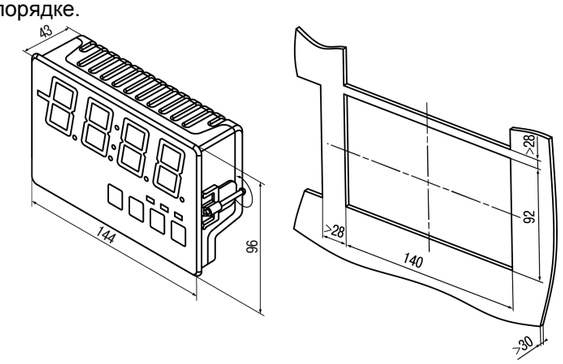

Рисунок 1 – Габаритные размеры корпуса Щ8
1. Подготовить на щите управления монтажный вырез для установки прибора (см. *рисунок 1*).